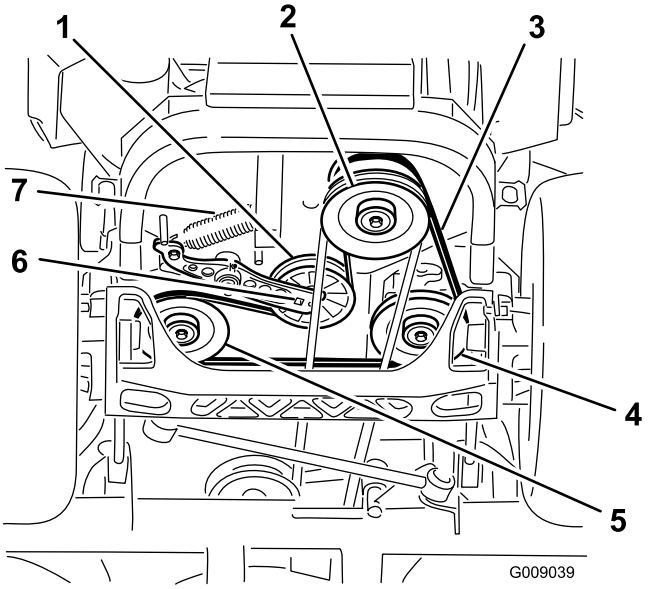

Figuur 75
4. Breng de machine omhoog en ondersteun de machine met kriksteunen (Figuur 75).
5. Gebruik een ratelsleutel in de vierkante opening in de arm van de spanpoelie om de veer te verwijderen (Figuur 75).
6. Haal de veer van de arm van de spanpoelie (Figuur 75).
9. Gebruik een ratelsleutel in de vierkante opening in de arm van de spanpoelie om de veer aan het frame te bevestigen (Figuur 75).